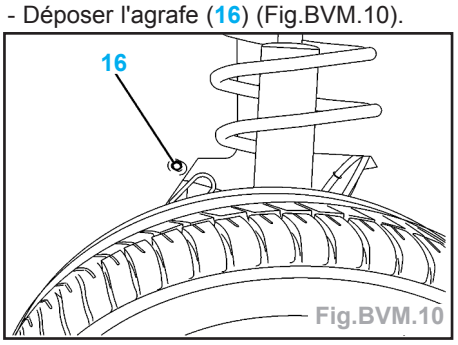

Fig.BVM.10
- Déposer l'agrafe (16) (Fig.BVM.10).